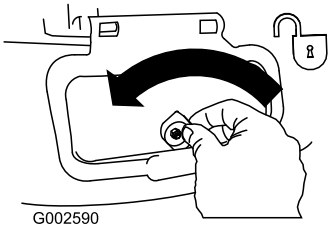

Figuur 28
1. Ontgrendel het deurtje van de zijafvoer (Figuur 28).